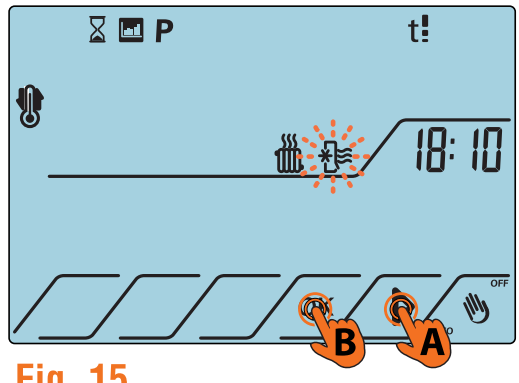

Fig. 15
3. Navigare nel menù premendo il tasto fino a selezionare l'icona , quindi premere il tasto **OK** per attivare la modalità raffrescamento (Fig.15).